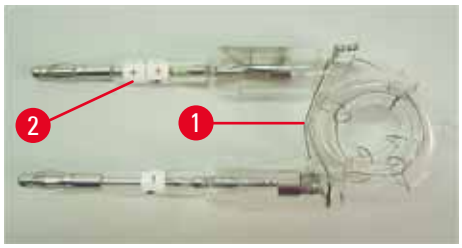
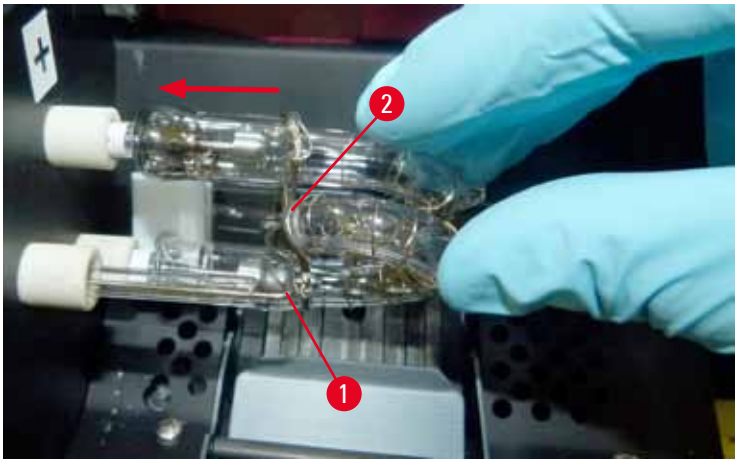

Afb. 18
Afb. 20
2. Plaats de nieuwe flitslamp (→ "Afb. 18") in de fitting (→ "Afb. 17-3"); druk deze zo ver mogelijk erin (→ "Afb. 20") (de markering van de polariteit (+) mag niet langer zichtbaar zijn). Beweeg de flitslamp zo nodig voorzichtig op en neer.